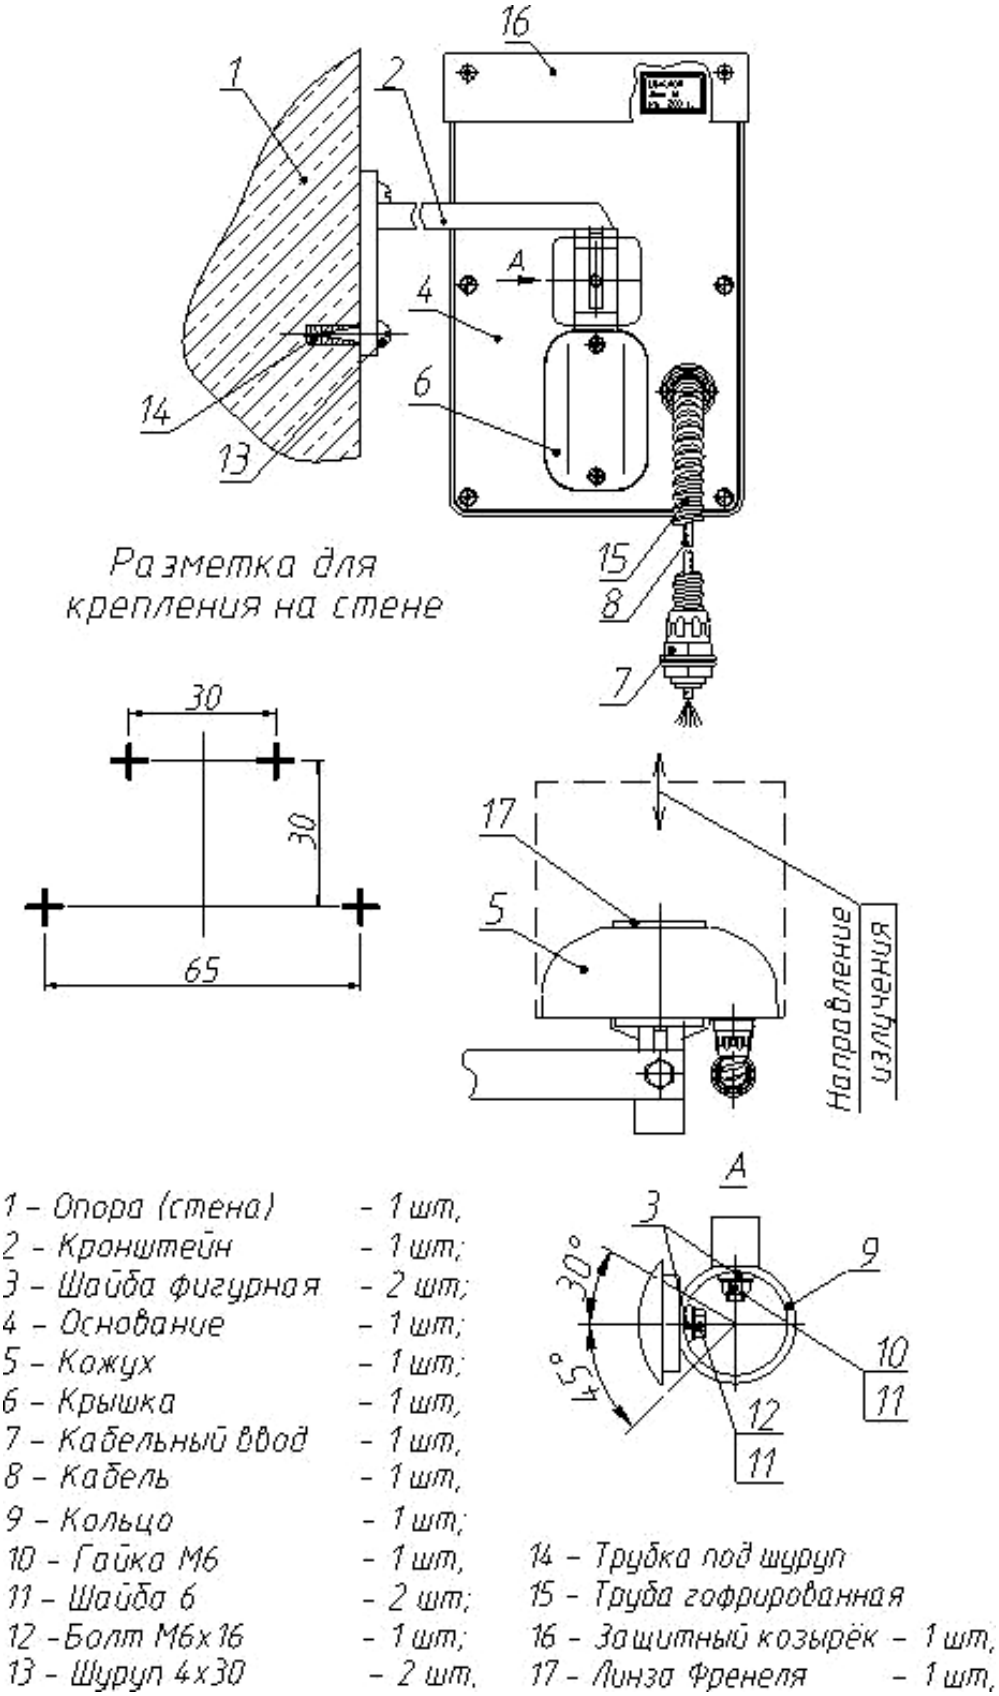

Рисунок 6.2 – Установка извещателя на стене.
6.1 Внешний вид извещателя и установка его на опоре изображены на рисунке 6.1 (на стене – рисунок 6.2). Конструкция извещателя представляет собой одноблочный корпус в пыле-брызгозащищенном исполнении. Несущей конструкцией блока является основание 4. На основании 4 расположены микрополосковая антенна и плата обработки сигнала с инфракрасным пассивным датчиком. Антенна и плата закрыты радиопрозрачным кожухом 5 с вмонтированной в него линзой Френели 15. В нижней части кожуха имеются два отверстия для предотвращения образования конденсата внутри блока. Для доступа к органам настройки и индикации необходимо снять крышку 6. Подключение извещателя к приемно-контрольному прибору производится с помощью кабеля 8, пропущенного через кабельный ввод 7 и трубу гофрированную 12.